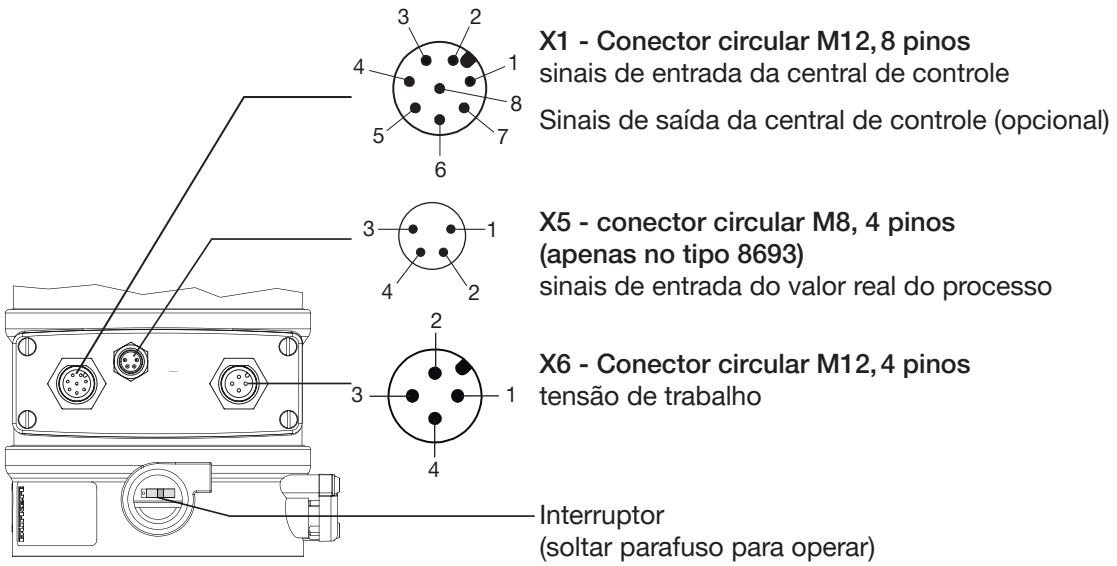

Figura 28: Conexão elétrica com conector circular 24 V DC
*** Posição do interruptor, veja "Figura 28: Conexão elétrica com conector circular 24 V DC"*